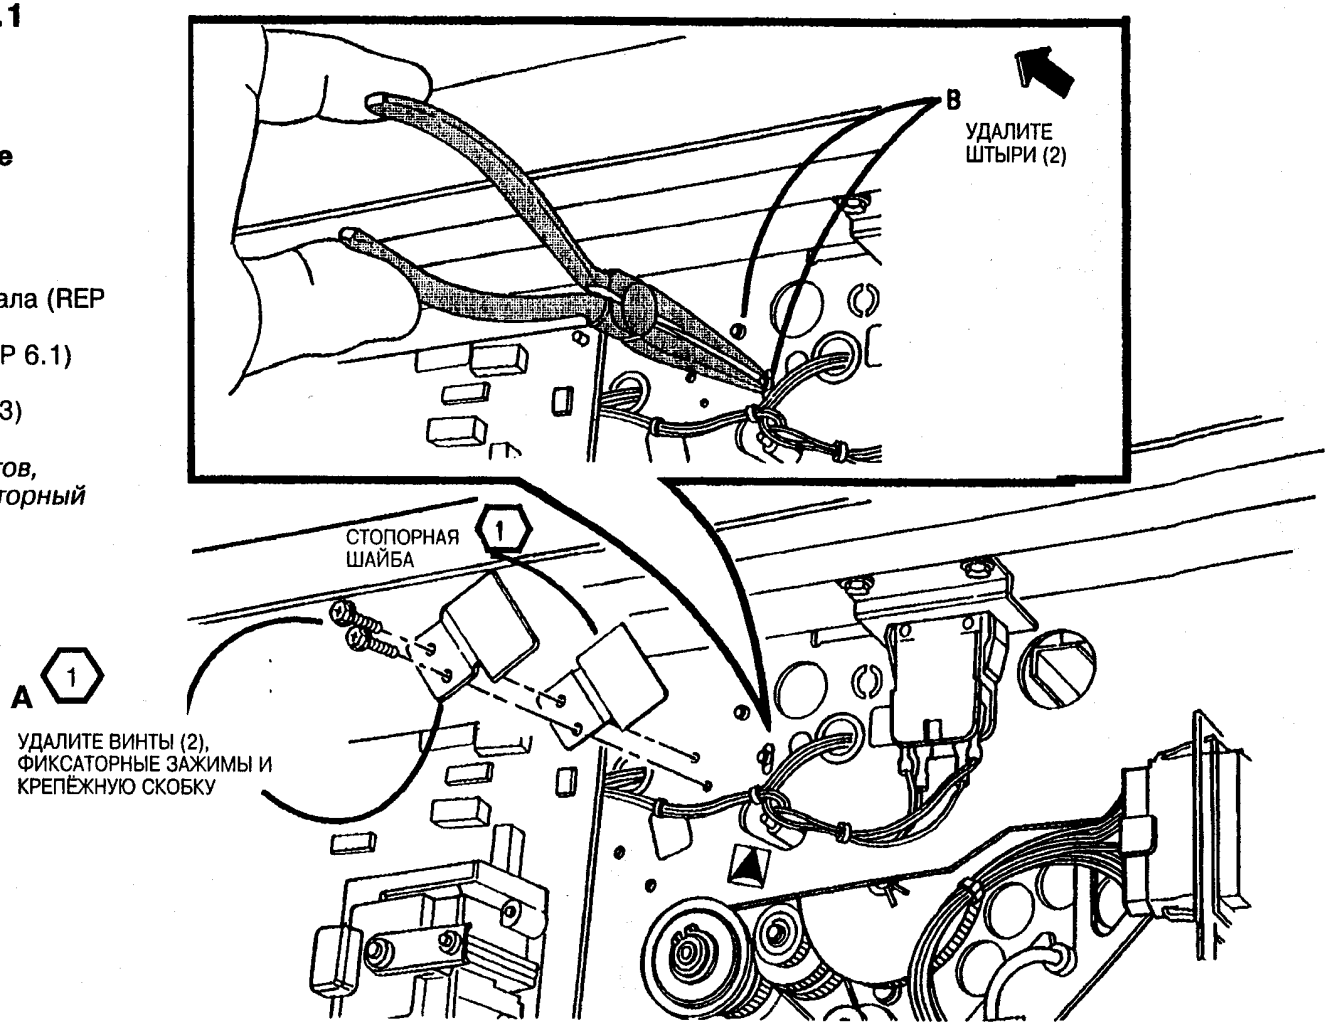

Рис. 1. Удалите фиксаторный зажим и штыри
3. (Рис. 1): Удалите фиксаторный зажим и штыри.